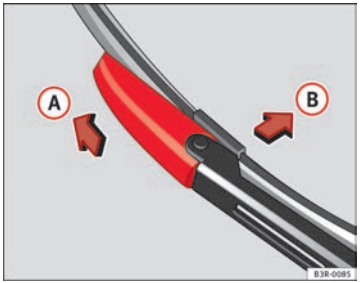

Fig. 184 Removing the wiper blade
– Slide the retainer catch on the wiper blade in the direction indicated ⇒ Fig. 184 (A). Hold onto the wiper blade at the same time.
– Pull the wiper blade (B) out of its mounting on the wiper arm.